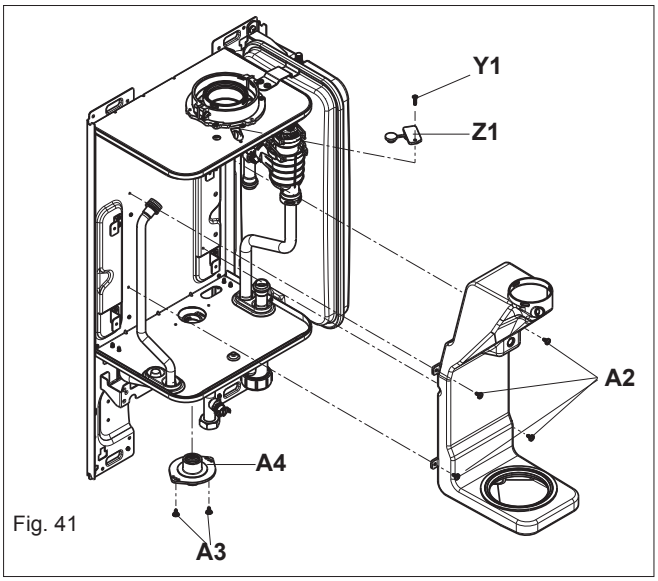

Fig. 41
6.21 FLUE COLLECTOR REMOVAL (fig. 41)
Set the flue gas analyser to read CO_2 and insert the probe into the flue analysis test point (**Y1-Z1** fig. 41).
- Insert the flue gas analyser probe into the flue gas test point (see fig. 41).